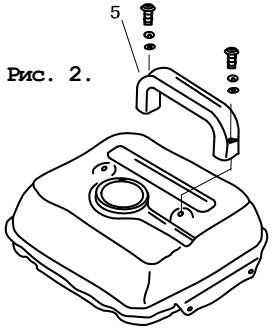

Рис. 2.
5.2.1. Присоединить ручку поз. 5, рис. 2 для переноски в случае поставки ее в демонтированном виде.